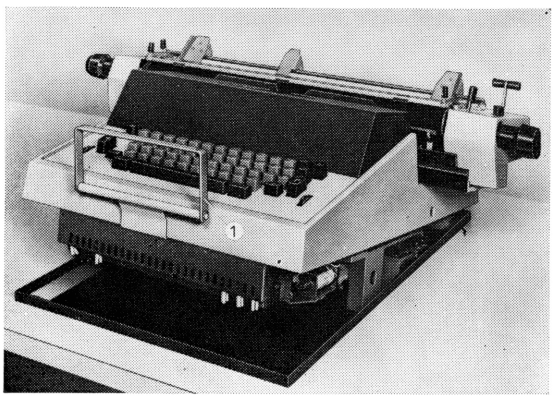

Abb. 18.
3. Servicegriff (1) vorn einhängen (Abb. 18)